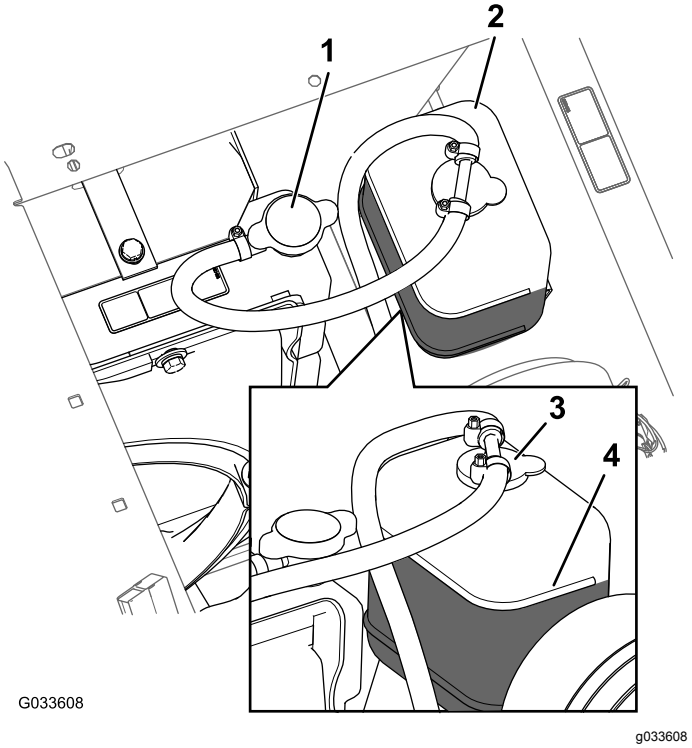

Рисунок 85
3. Осторожно снимите крышку радиатора и крышку расширительного бачка (Рисунок 85).
Примечание: Радиатор должен быть заполнен до верха заливной горловины, а расширительный бачок должен быть заполнен до отметки FULL (ПОЛНЫЙ) на бачке (Рисунок 85).
5. Если уровень охлаждающей жидкости низкий, снимите крышку расширительного бачка и крышку радиатора, долейте жидкость в расширительный бачок до отметки FULL (ПОЛНЫЙ) и в радиатор до верха заливной горловины (Рисунок 85).
6. Установите крышку радиатора и крышку расширительного бачка (Рисунок 85).
2. Когда двигатель остынет, снимите крышку радиатора (Рисунок 85).